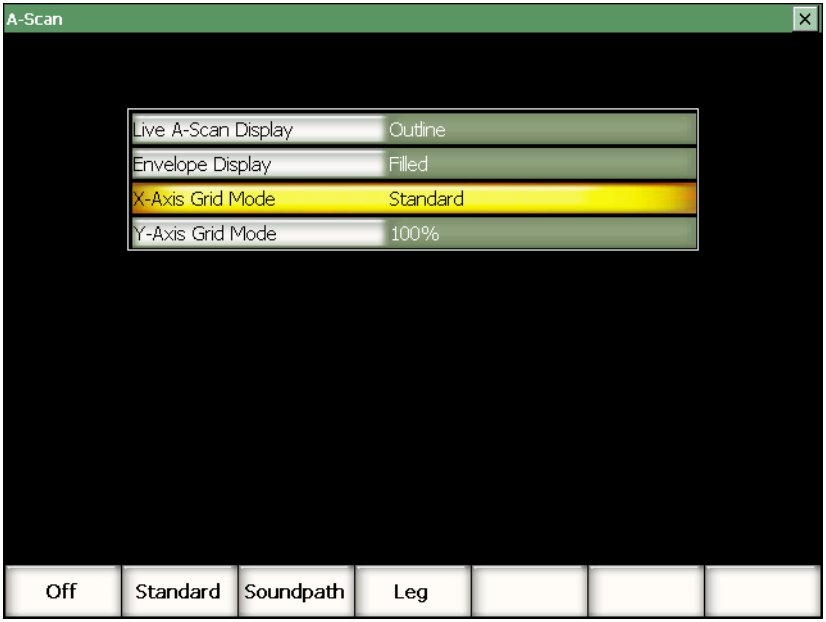

Figure 5-3 Selecting the X-Axis Grid Mode
2. Move the focus to the **X-Axis Grid Mode** parameter (see Figure 5-3 on page 115).